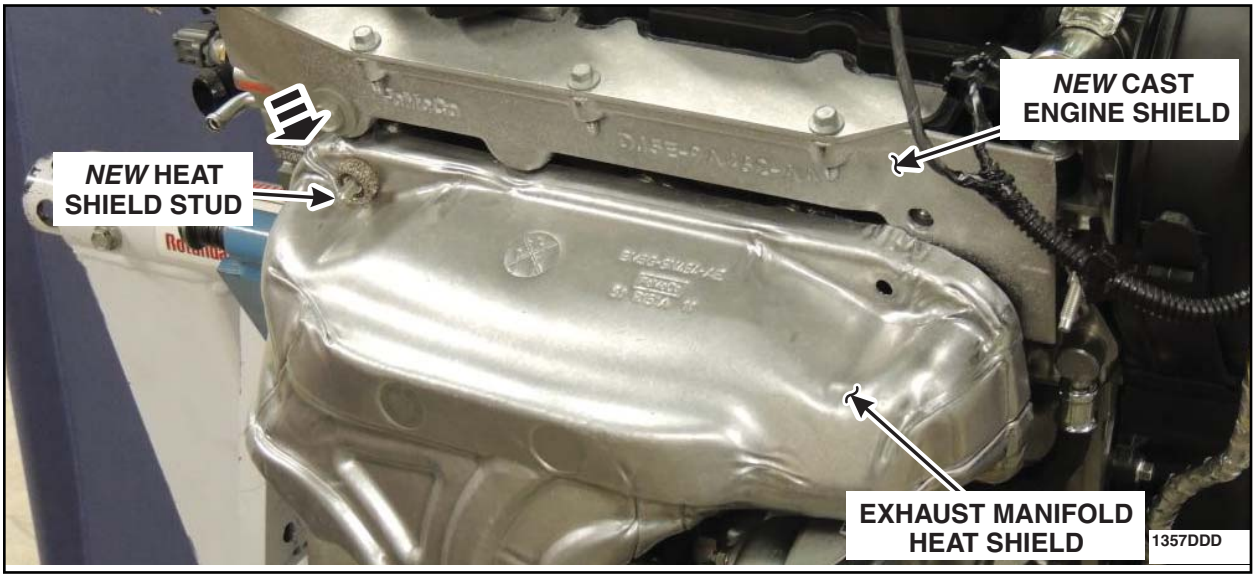

FIGURE C10
11. While pressing downward, position the exhaust heat shield onto the new heat shield stud and under the RH side of the *new* cast engine shield. See Figure C10.